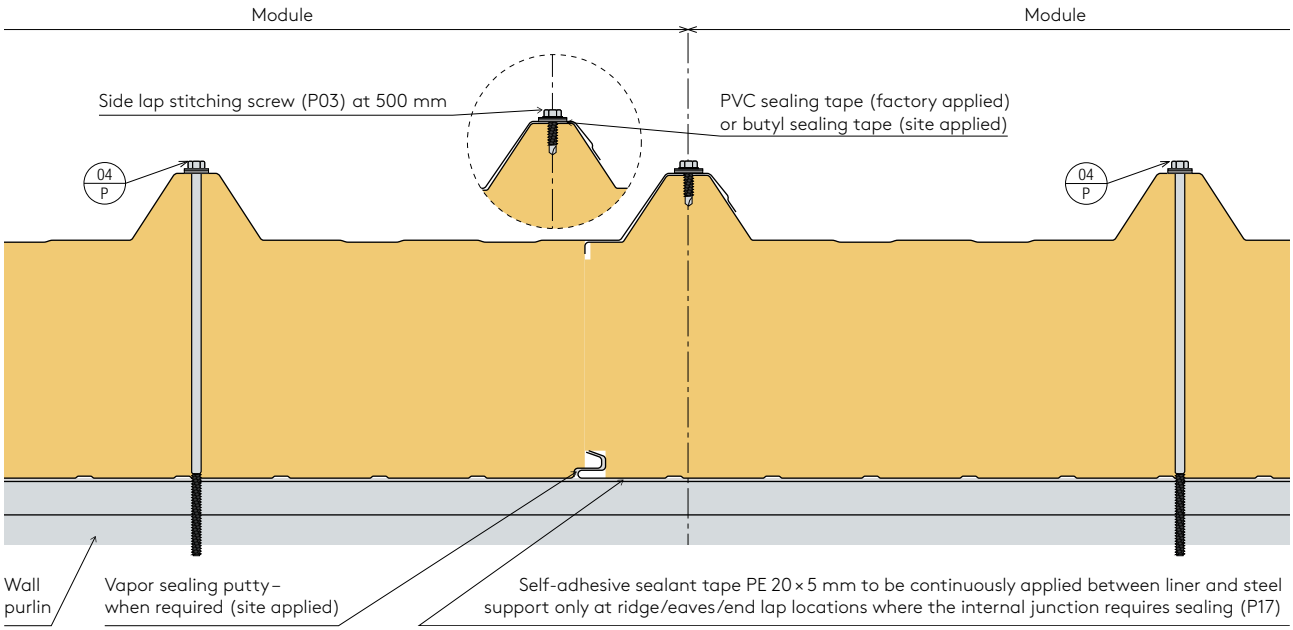

Fig. 29. – Detail D10.11. – Longitudinal Joint of an FF Panel
- If there is no sealing tape applied in the end corrugation of a panel, or this tape has been damaged in any way, it is necessary to assure that spare tape has been applied before assembly begins. If this is specifically called for in the implementation documentation, the present sealing tape may be replaced with ∅ 4 mm butyl sealing tape (applied on site) (P29). The required sealing tape is a part of the panel delivery (see Fig. 29).
- Before the final fastening of panels to a steel construction the longitudinal joints of panels (locks) are fastened with self-drilling (thread-cutting) ∅ 4.8 mm or ∅ 5.5 mm screws (P03) on a corrugation, spaced apart by 500 mm at most (see Fig. 29).